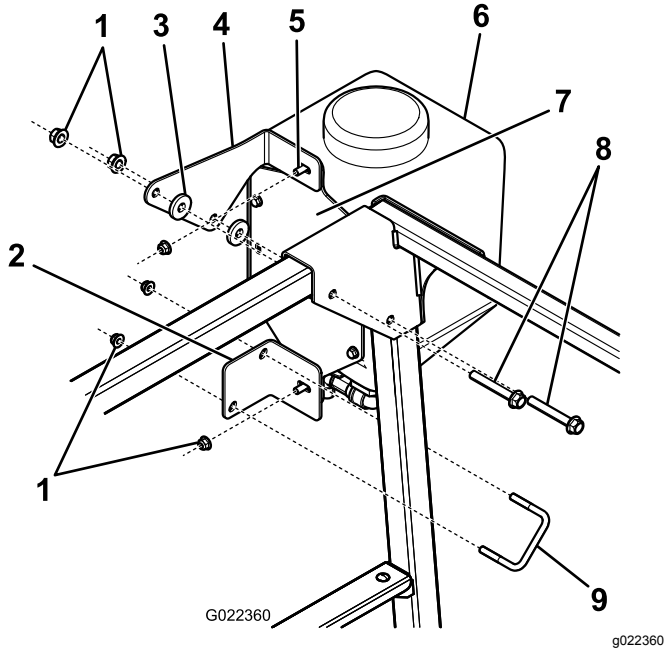

Figur 25
1. Montera de övre och nedre färskvattentankarnas fästen med hjälp av två flänsskruvar och flänsmuttrar (Figur 25).
2. Montera färskvattentankens övre fäste vid vältskyddet med hjälp av två brickor, två skruvar och de befintliga muttrarna (Figur 25).
3. Säkra färskvattentankens nedre fäste vid vältskyddet med hjälp av U-bulten och två flänsmuttrar (Figur 25).